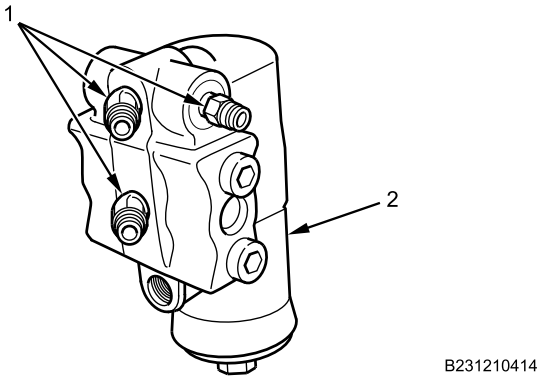

Figure 3. Air Compressor Governor Fittings.
5. Remove air compressor governor fittings (Figure 3, Item 1) from air compressor governor (Figure 3, Item 2).